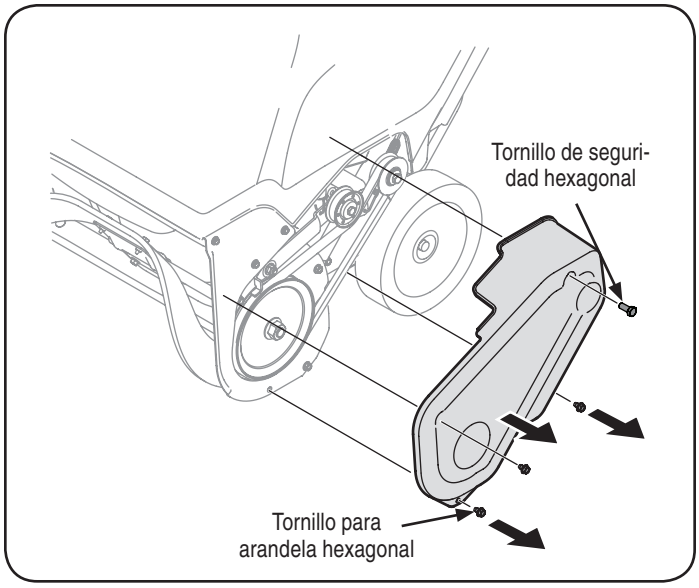

Figura 19
4. Para sacar la cubierta de la correa saque los tres tornillos para arandela hexagonal y un tornillo de seguridad hexagonal que la sujetan al bastidor. Vea la Figura 19.